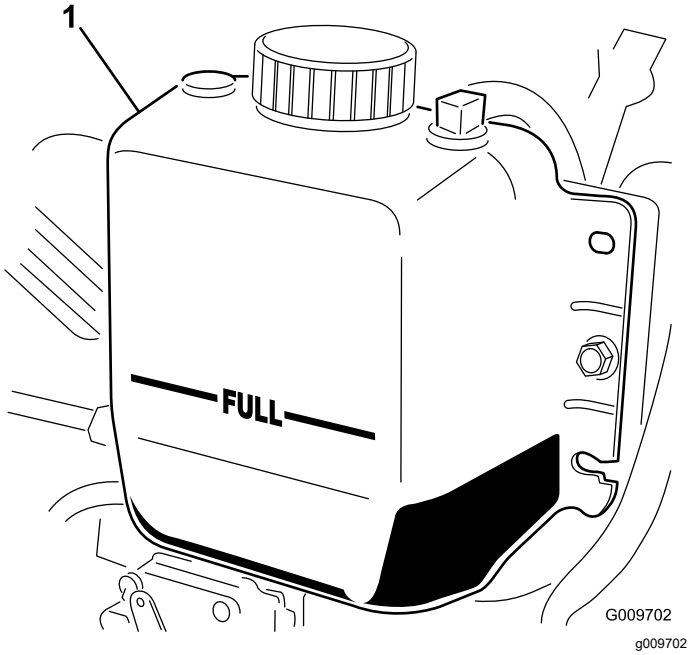

Figur 110
3. Kontroller kølevæskestanden i køleren. Køleren bør fyldes til toppen af påfyldningsstudsen, og ekspansionsbeholderen bør fyldes til FULL-mærket (Figur 110).